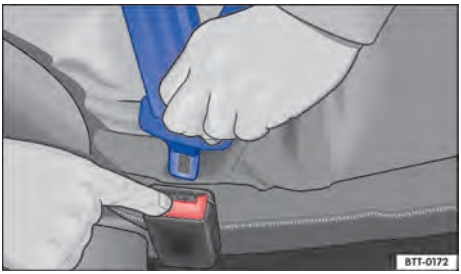

Fig. 32 Soltar la pestaña de encastre del cinturón de seguridad del cierre del cinturón.
– Presione la tecla roja en el cierre del cinturón de seguridad → fig. 32. La pestaña de encastre del cinturón de seguridad se sale hacia afuera.